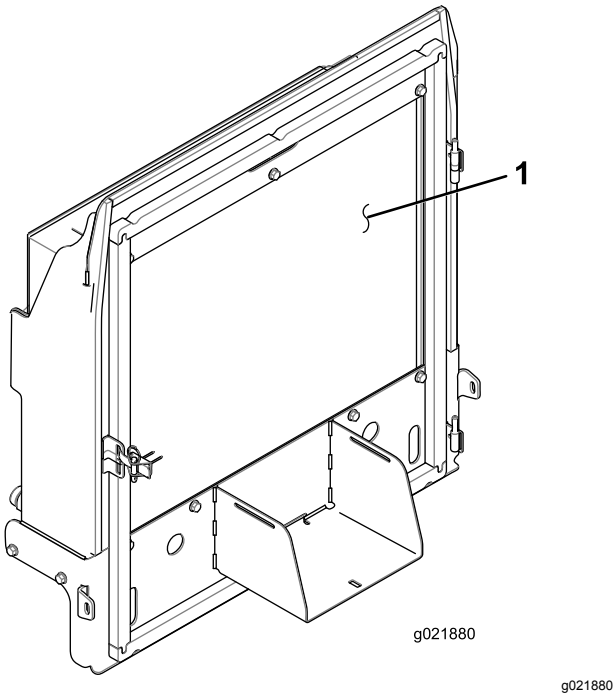

Figur 83
4. Rengjør begge sidene av skjermen og radiator/oljekjøler grundig med trykkluft (Figur 83).